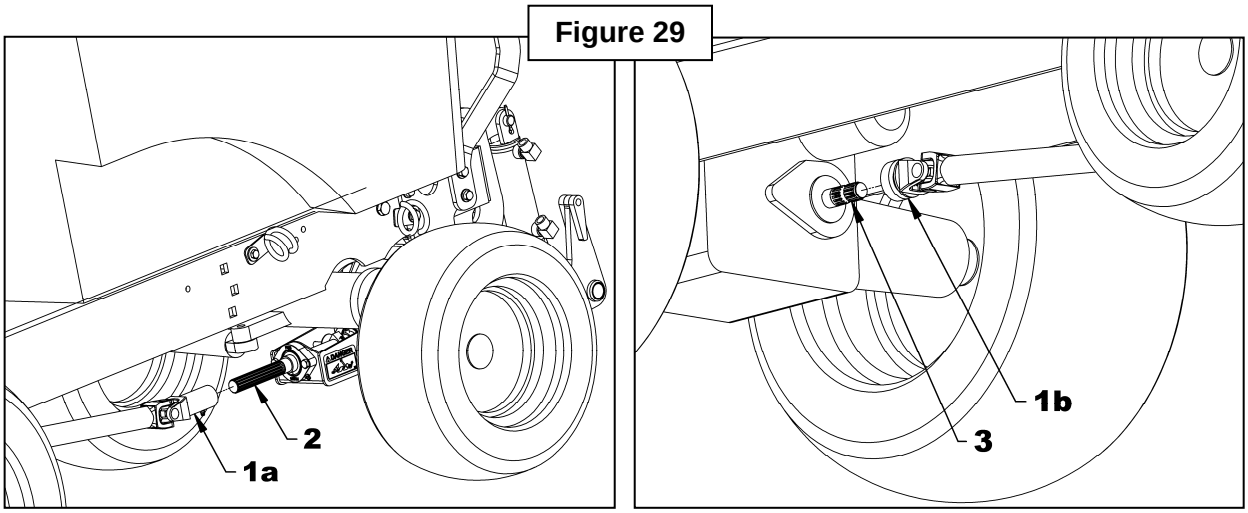

Figure 29
5. **Figure 29 :** Installer l'arbre à cardan fixe (item 1) à l'arbre de sortie du sous-châssis (item 2) et ensuite à la prise de force ventrale du tracteur (item 3).